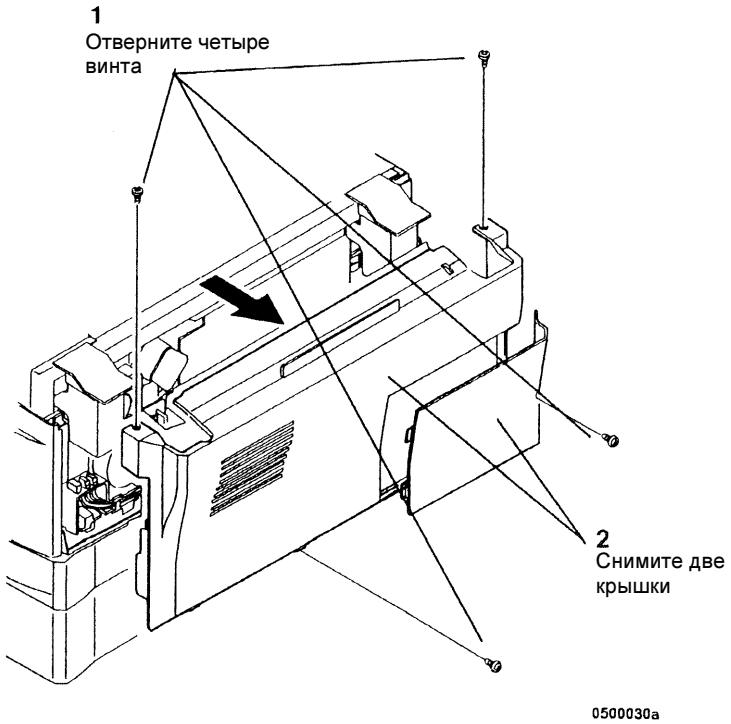

Рисунок 1 Снятие крышек
2. (Рисунок 1): Снимите заднюю крышку и крышку доступа